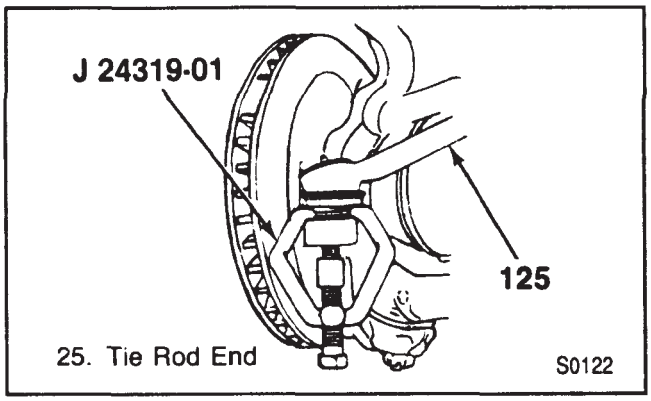
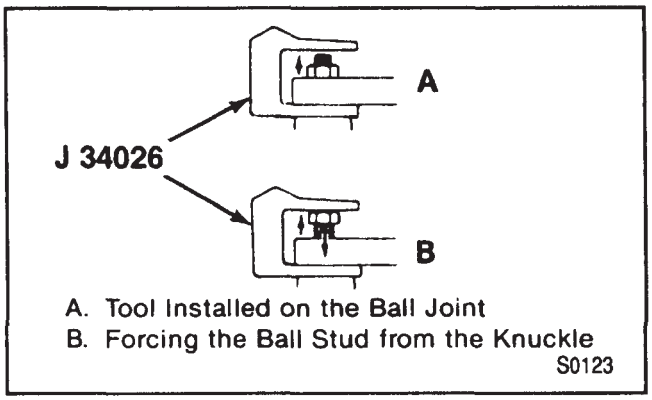

Figure 42—Removing the Tie Rod End
Figure 43—Disconnecting the Ball Joint
4. Cotter pin (122).
5. Retainer (121).
6. Nut (120).
7. Washer (119).
8. Cotter pin (123).
9. Nut (124).
10. Tie rod end (125) from the knuckle (117) using J 24319-01 (figure 42).
11. Bolts (116).
12. Hub and bearing assembly (114).
13. Splash shield (118).
14. Cotter pins (130).
15. Ball joints (115 and 127) from the knuckle (117) using J 34026 (figure 43).
Remove or Disconnect (Figures 43, 50, and 51)
2. Cotter pin (130).
3. Nut (129). J 34026 to the knuckle (figure 43).
- Back the nut off until the upper ball joint (115) separates.
- Upper control arm (101) from the knuckle (117).